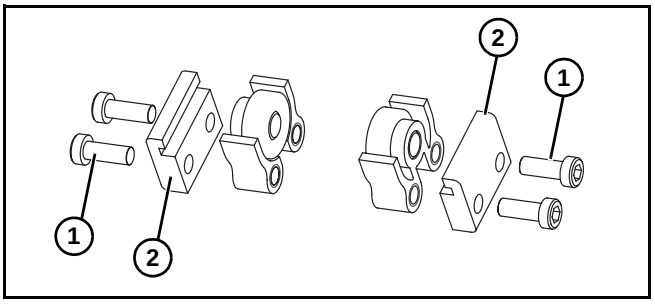

Figure 11
1. Locate return rollers. Exploded views shown in **Figure 11**.
2. Remove screws **(Figure 11, item 1)** and clips **(Figure 11, item 1)** from roller assembly.